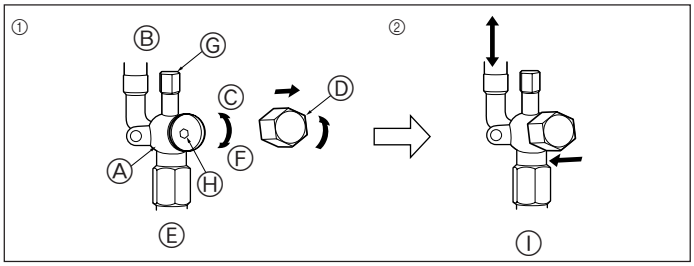

Fig. 5-6
5.5. Способ открытия запорного крана (Fig. 5-6)